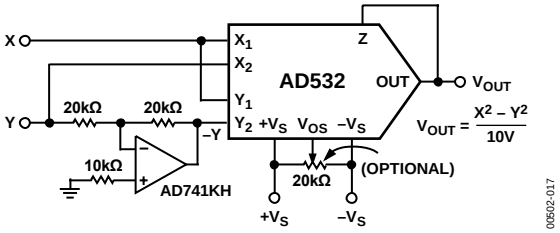

Figure 19. Differential of Squares Connection
The differential input capability of the AD532 allows for the algebraic solution of several interesting functions, such as the difference of squares, $X_2 - Y_2/10$ V. As shown in Figure 19, the AD532 is configured in the square mode, with a simple unity gain inverter connected between one of the signal inputs (Y) and one of the inverting input terminals ($-Y_{IN}$) of the multiplier. The inverter should use precision (0.1%) resistors or be otherwise trimmed for unity gain for best accuracy.